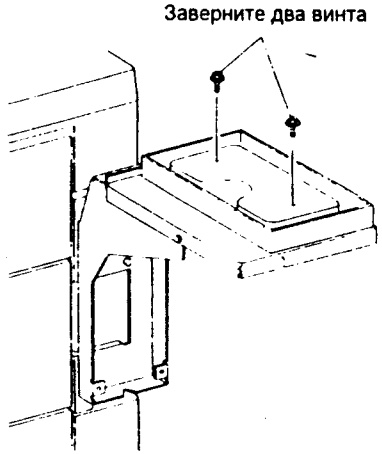

Рис. 6
(3) Установите нижнюю пластину (рис. 6).